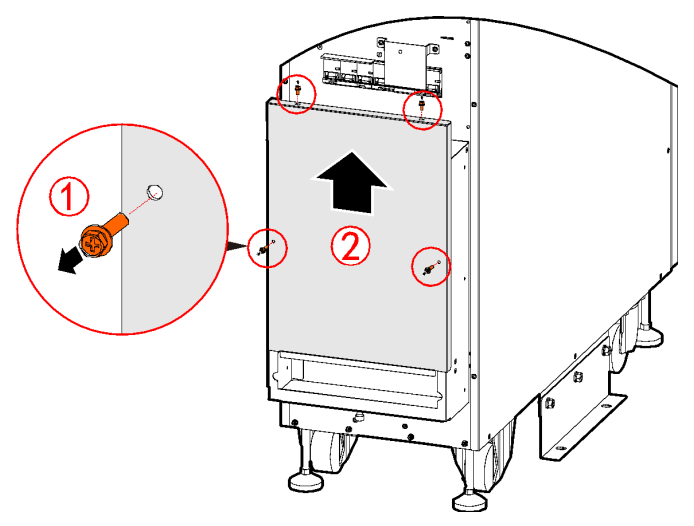

FIGURE 4-22 Step 4 — remove the wiring cover (unscrew, then slide up)
4. Remove the wiring cover: unscrew its bolts first, then slide the cover upward (Figure 4-22).